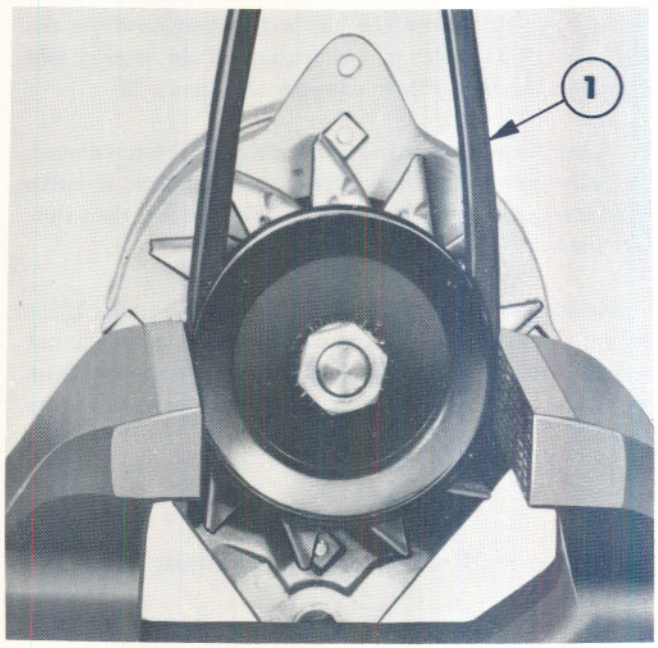

Figure 28
1. The pulley is a slip-fit on the rotor shaft, positioned with a key. To remove the nut and lockwasher from the shaft, clamp the pulley in a vice using an old oversize belt to protect the pulley from damage, see Figure 28.